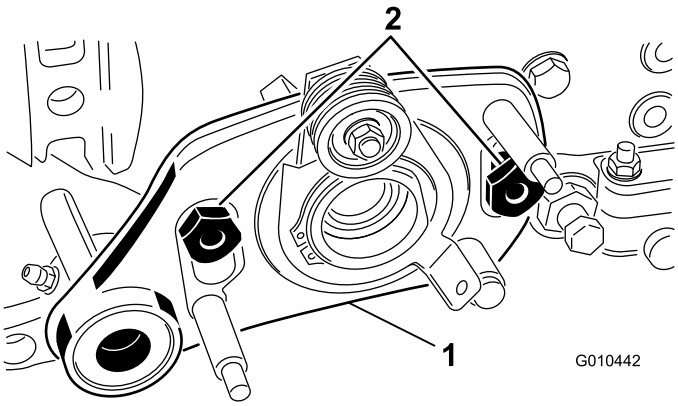

Рисунок 35
8. Снимите 2 гайки с буртиком, которые крепят узел привода механической щетки к переходникам боковых плит (Рисунок 35).